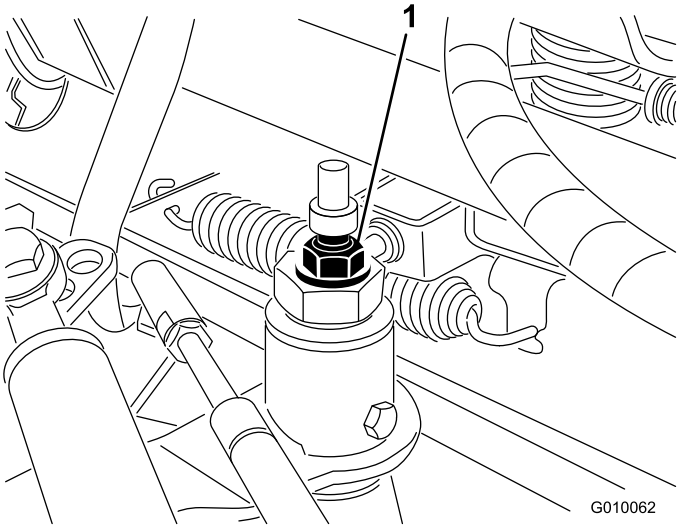

Figuur 53
3. Draai de borgmoer op de afstelnok van de tractie los (Figuur 53).